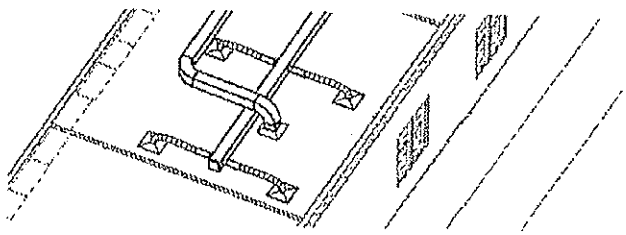

Figure 8–43
14. Click OK. The HVAC Systems are now easier to view as shown in the close-up view in Figure 8–43.